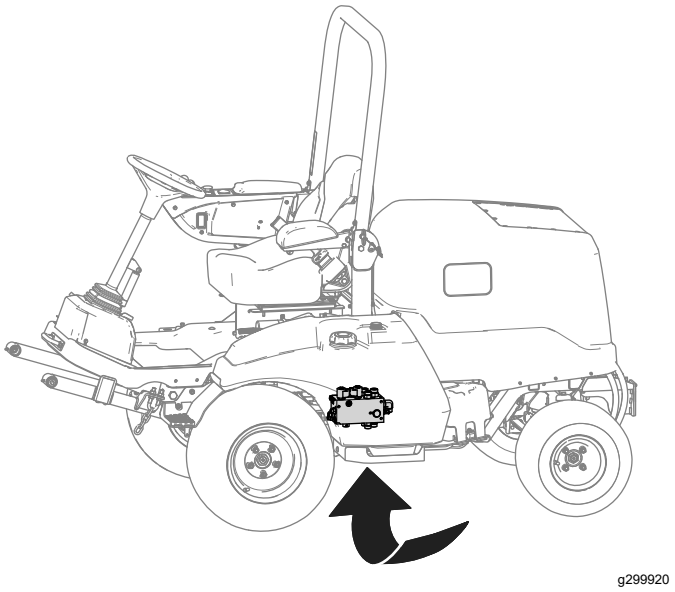

Figur 21
3. Lokalisera lyftförgreningslådan under maskinen (Figur 21).